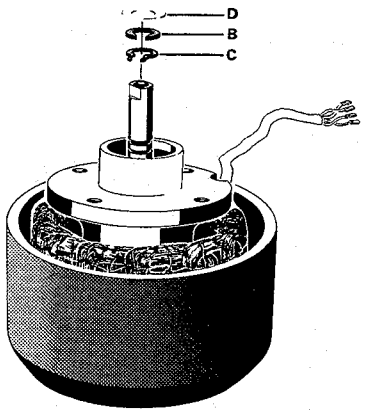

Fig. 4.5.–1
4.5. Wickelmotoren Lager auswechseln (Fig. 4.5.–1)
4.5. Spooling motors, replacement of bearing (fig. 4.5.–1)
4.5. Echange des coussinets du moteur de bobinage (fig. 4.5.–1)